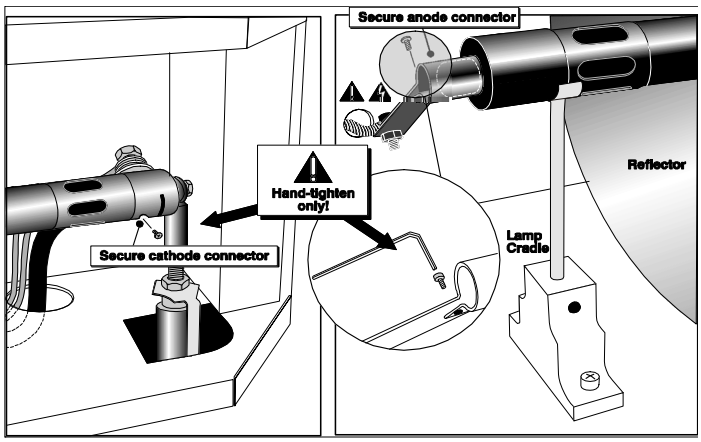

Figure 6-2 Secure bulb at cathode (-) and anode (+) connectors
a. Loosen set screws from negative/cathode (rear, 7/64") and positive/anode (front, 3/16") lamp connectors. These screws are shown in **Figure 6-2**. **NOTE**: *Be sure to apply minimal torque and DO NOT STRESS the quartz tube*.
c. Hand-tighten set screws in both negative and positive lamp connectors (**Figure 6-2**). **Important!** *Proper electrical contact prevents resistance in the lamp connectors.* If you accidentally touch the quartz body of the lamp with your bare hands, clean it as described in *Section 6.3 Maintenance and Cleaning*.